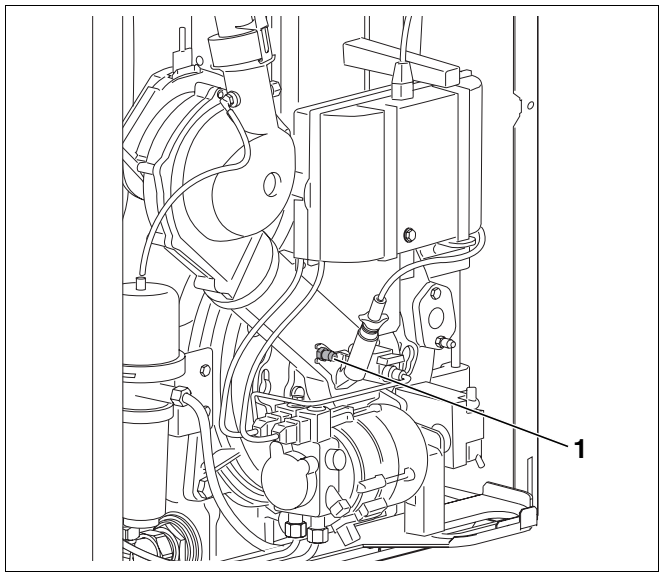

Abb. 46 Statischen Gebläsedruck messen
- Druckmessnippel (Abb. 46, **Pos. 1**) für den statischen Gebläsedruck am Brennergehäuse öffnen.
- Messgerät für statischen Gebläsedruck am Druckmessnippel (Abb. 46, **Pos. 1**) des Brennergehäuses anschließen.